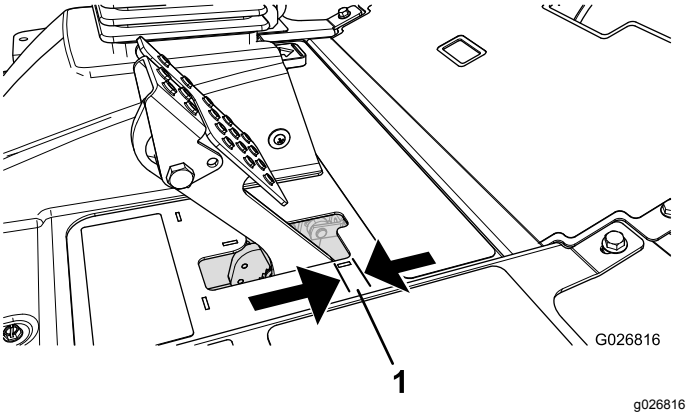

Figuur 94
Stel de remmen af als het rempedaal meer dan 25 mm speling heeft, of als er meer remkracht nodig is (Figuur 94). Met speling wordt de afstand bedoeld die het rempedaal wordt ingetrapt voordat er remweerstand wordt gevoeld.
2. Draai de achterste moer vast om de kabel naar achteren te halen totdat de rempedalen 0,63 tot 1,27 cm speling hebben voordat het wiel blokkeert (Figuur 94).